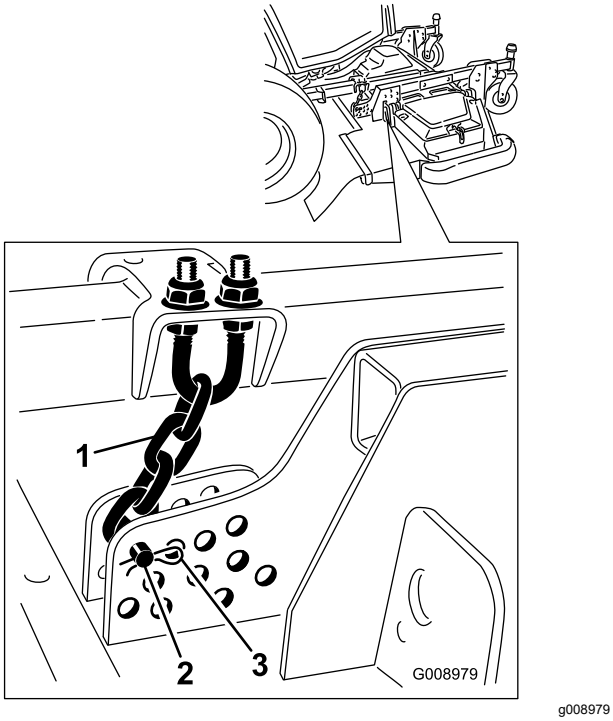

Figur 136
4. Ta bort den hårnålssprint och sprintbult som håller fast klipphöjdskedjorna på klippenhetens bakre del (Figur 136).